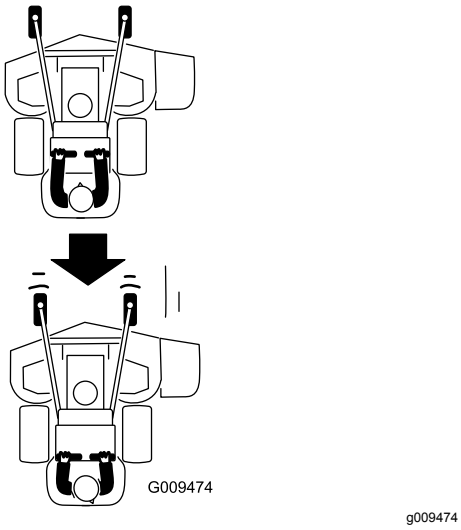

**Figuur 23**
2. Beweeg de rijhendels langzaam naar achteren (Figuur 23).